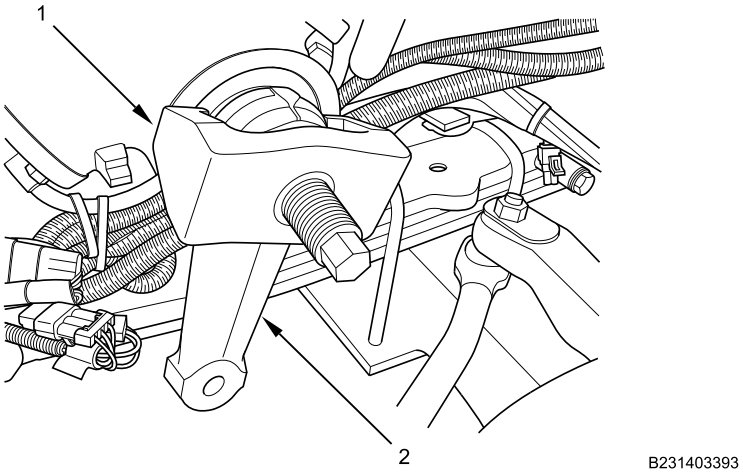

Figure 4. Pitman Arm Puller.
5. Lubricate threads of pitman arm puller (Figure 4, Item 1) with antisieze compound.
6. Slide pitman arm puller (Figure 4, Item 1) over pitman arm (Figure 4, Item 2).
7. Remove pitman arm (Figure 4, Item 2).